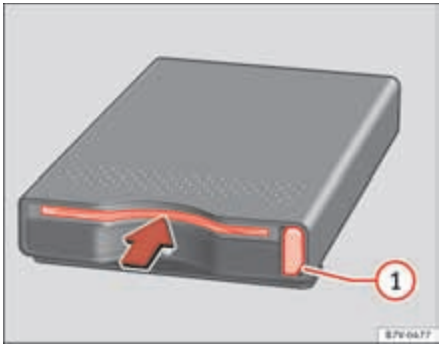

Fig. 128 In the glove compartment on the front passenger side: Toll card reader.
Switch on the radio navigation system and insert a suitable ETC card into the toll card reader ⇒ fig. 128 (arrow).
Press the button ⇒ fig. 128 (1) to remove the toll card.